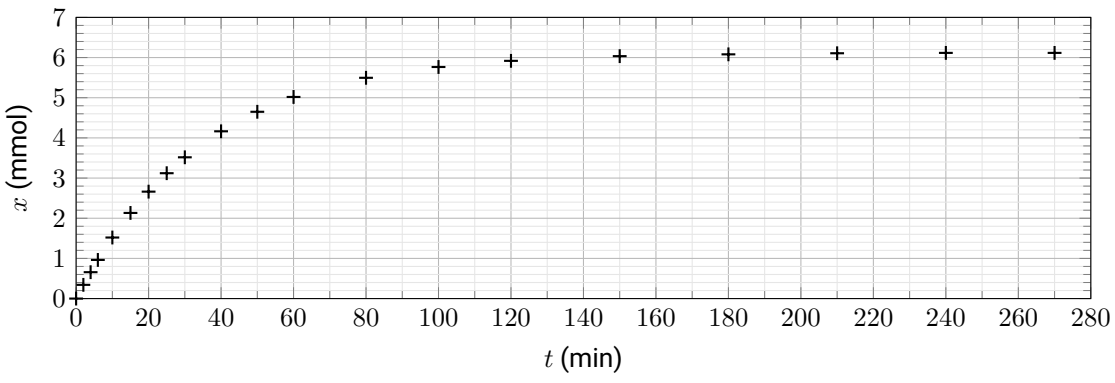

Figure 2 – Avancement de la réaction au cours du temps
c. Cette relation a permis de tracer la figure 2. Retrouver graphiquement la valeur de $x_{\max}$ obtenue à la question 4).
d. Calculer, à l'aide du tableau, l'avancement à la date $t = 30\,\mathrm{min}$, puis le contrôler sur la figure 2.